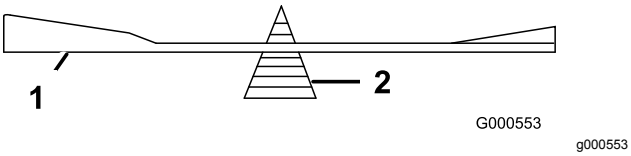

Figura 74
2. Verifique o equilíbrio da lâmina colocando-a num equilibrador de lâminas (Figura 74).